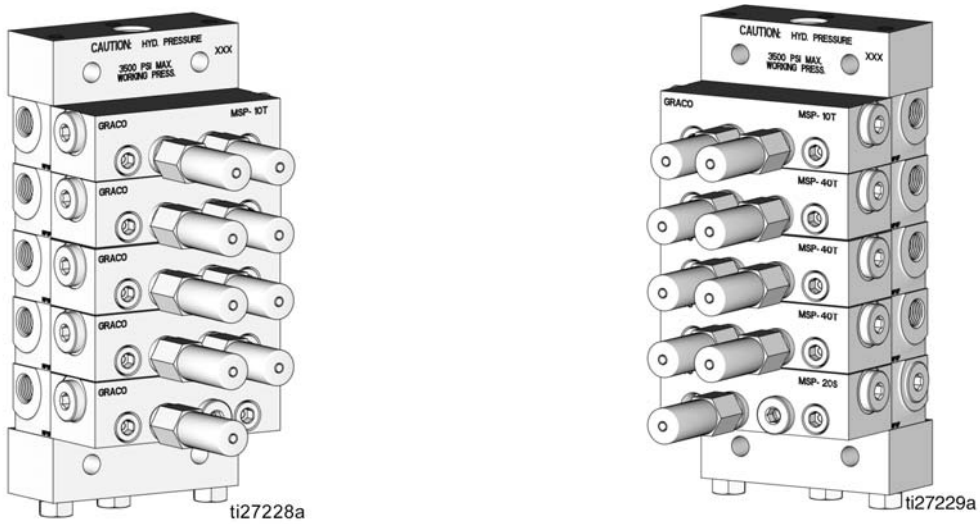
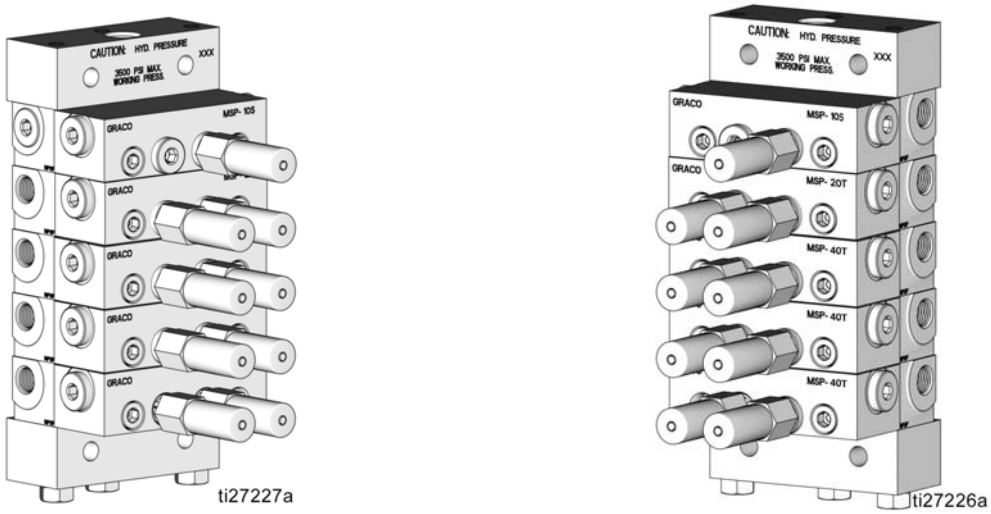

FIG. 12
FIG. 13
NOTE: Refer to the MSP Divider Valve Assembly Table and MSP Divider Valve and Lube Points Assembly reference illustrations, FIG. 12 - FIG. 13 (page 16), to verify assembly orientation.
7. Install outlet plugs in all open ports as shown in the MSP Divider Valve Assembly reference illustrations (FIG. 12 and FIG. 13, page 16.
Boom and Swing Circle Valve (FIG. 12)
Arm and Bucket Valve (FIG. 13)